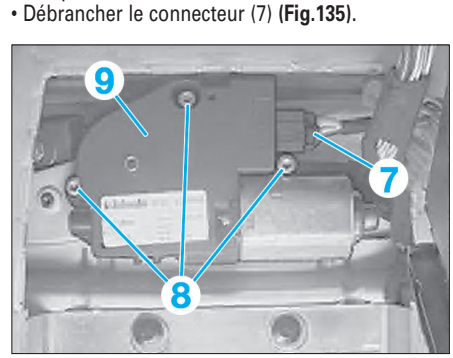

Fig. 135
• Débrancher le connecteur (7) **(Fig.135)**.